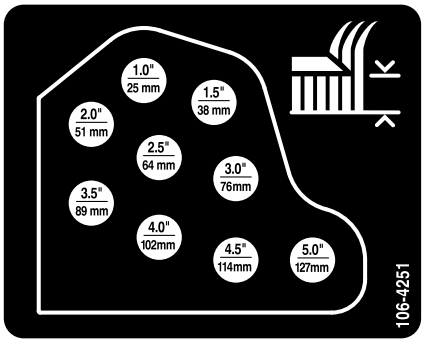

図 20
6. ヘアピンコッターとクレビスピンを使って、希望する刈高穴図 20に、刈高チェーンを取り付ける。